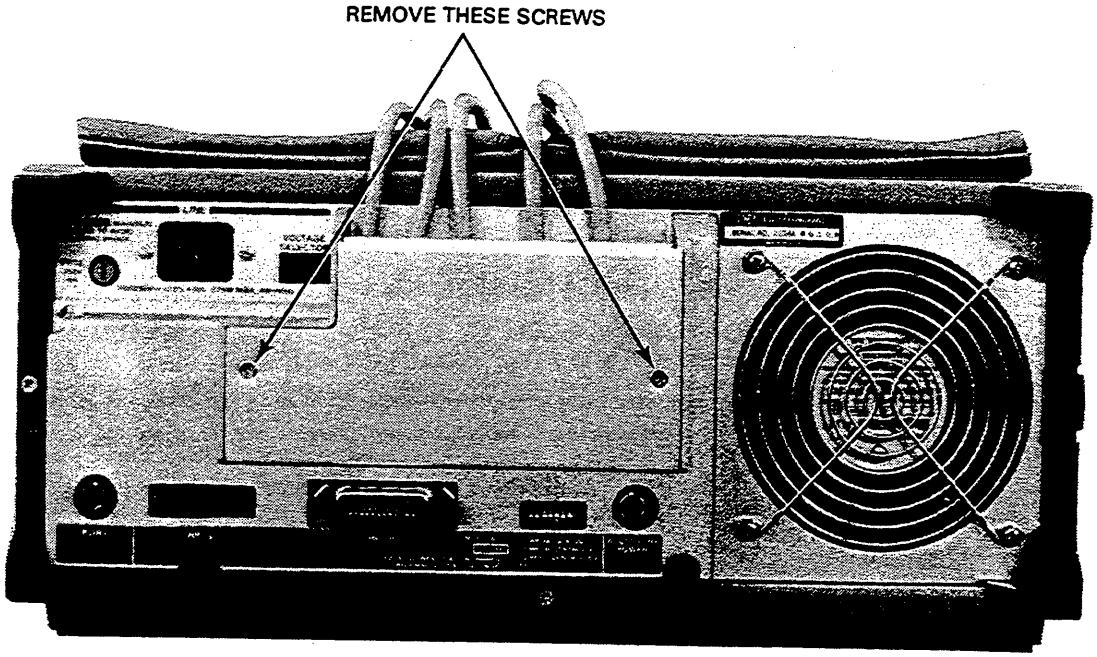

Figure 8-2.
b. Completely remove the two screws that secure the rear door. See figure 8-2.